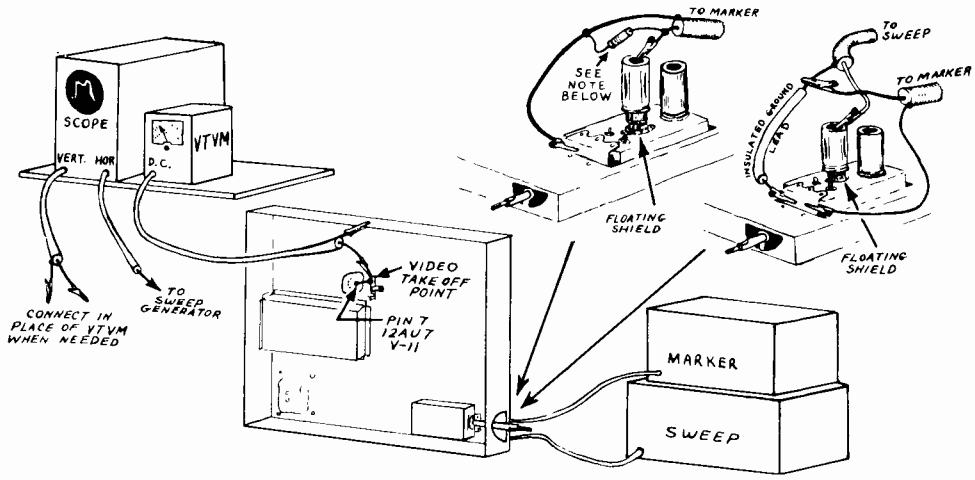

Figure 7. CONNECTIONS FOR I.F. ALIGNMENT.
3) Connect D.C. V.T.V.M. to Pin 7 V-11A sync. separator (video take off point) see Fig. 7.
4) Connect terminated marker generator to floating shield of converter tube V-22 6J6. (Shield raised slightly so that it does not make contact with chassis). Use unmodulated marker. See Fig. 7.